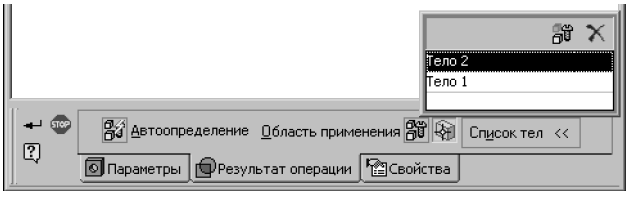

Рис. 100.7. Задание области применения круглого отверстия
- При построении круглого отверстия, а также при рассечении модели поверхностью или по эскизу область применения задается на вкладке **Результат операции** Панели свойств (рис. 100.7).